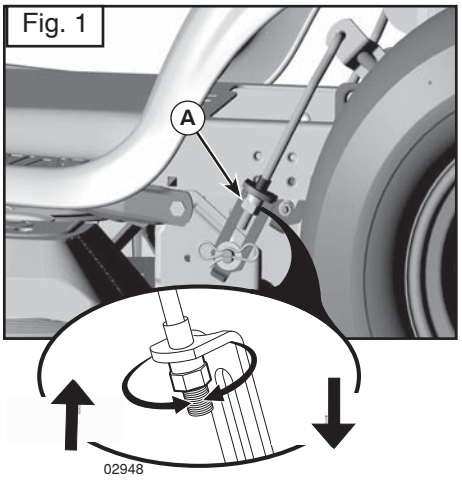

Fig. 1
2. Drehen Sie mit einem 3/4" oder einem verstellbaren Schraubenschlüssel die Stellmutter (A) der Hebeverbindung nach links, um die Seite des Mähers zu senken, oder nach rechts, um sie zu heben (Fig.1).